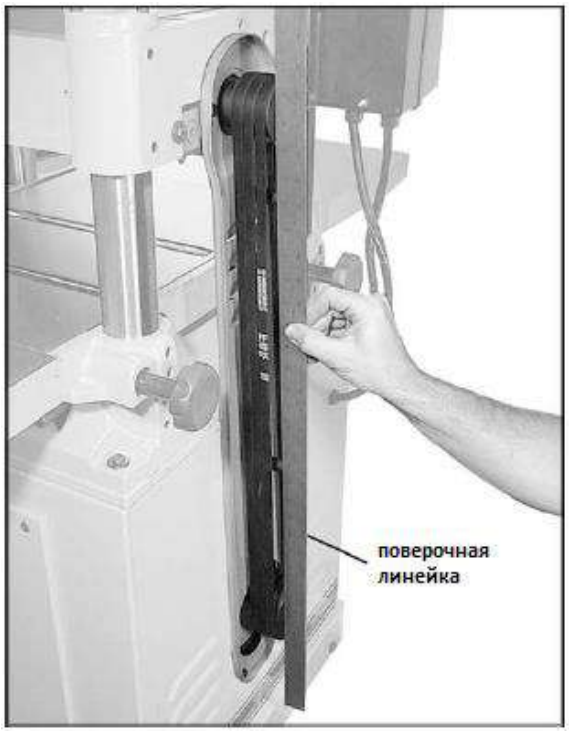

Рис. 13
1. Снимите защитное заграждение ремня и приложите к торцам обоих шкивов поверочную линейку (Рис. 13).